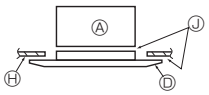

Fig. 9-6
9.4.2. Vorübergehende Installation des Gitters (Fig. 9-6)
- Das Gitter durch Anziehen der vorinstallierten Schrauben am Hauptgerät fixieren. (Fig. 9-6)
Darauf achten, dass sich zwischen dem Hauptgerät und dem Gitter oder zwischen dem Gitter und der Deckenoberfläche kein Spalt befindet. (Fig. 9-6)